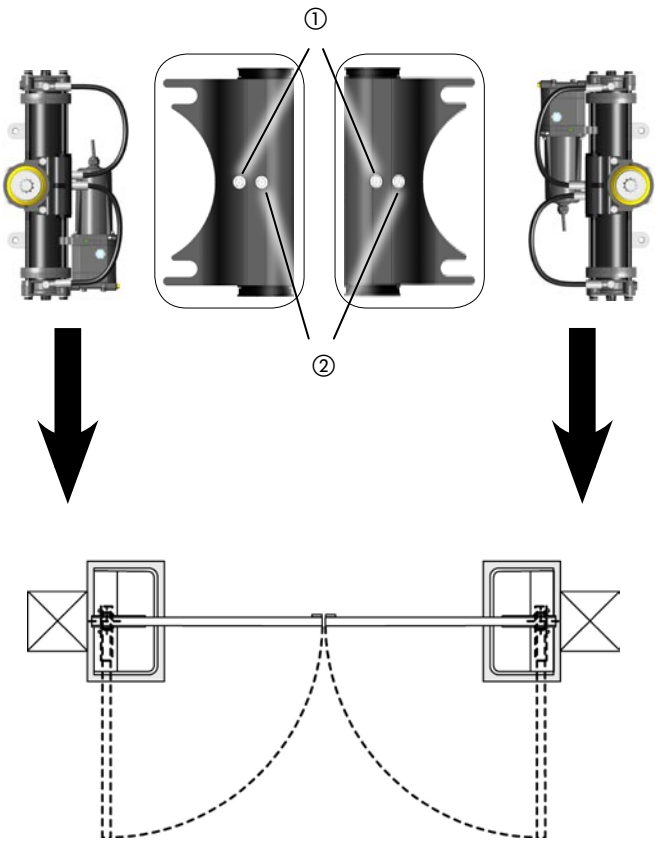

Fig. 6
2) Durante el movimiento de la hoja, afloje el tornillo de purga de apertura (Fig.6 ref.①)
6) Durante el movimiento de la hoja, afloje el tornillo de purga de cierre (Fig.6 ref.②).
2) Draai terwijl de vleugel in beweging is de ontluchtingsplug voor het openen los (Fig.6 ref.①)
6) Draai terwijl de vleugel in beweging is de ontluchtingsplug voor het sluiten los (Fig.6 ref.②)